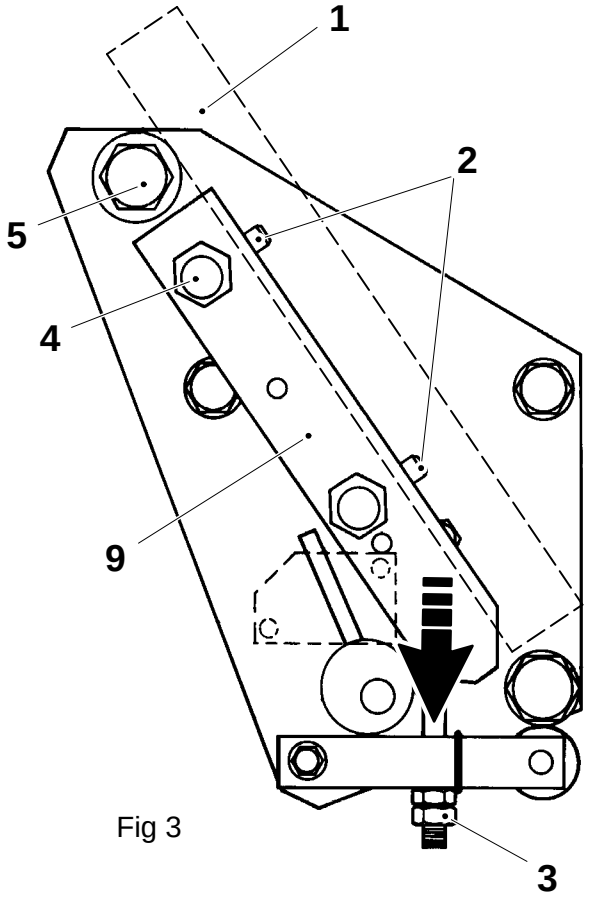

Fig 3
Undo the screws (4) and pull off the vacuum plate (9). Put tool TP No. 74767–102, see arrow fig. 3. Set the spring force for the pressure roller to 35 – 45 N. Adjust the spring force with the adjustment screw (3).